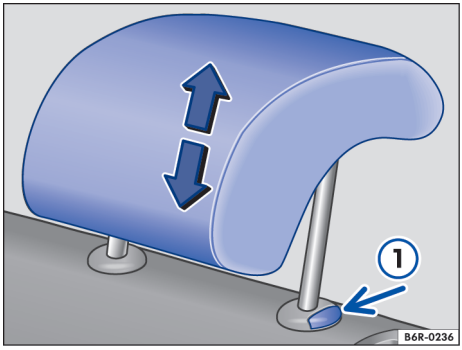

Fig. 64 Desinstalar o apoio para cabeça traseiro.
- Retirar o apoio para cabeça com o botão → Fig. 64 ① pressionado.
- Empurrar o apoio para cabeça para baixo com o botão → Fig. 64 ① pressionado.